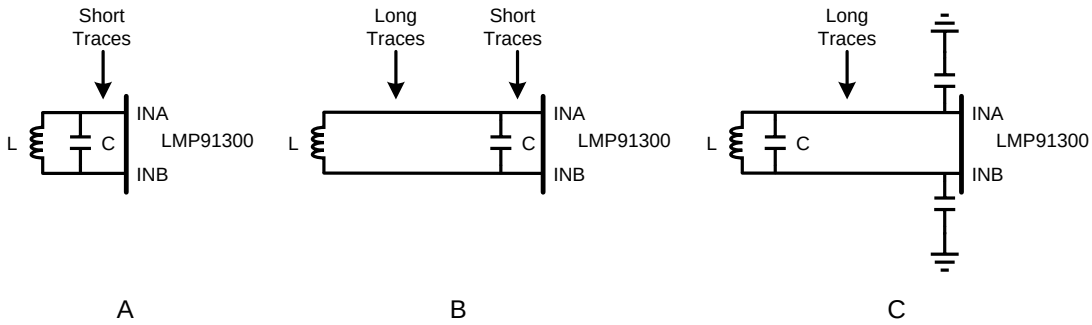

Figure 24. LC Tank Traces
There should be a ground trace between the INA and INB terminals and the rest of the terminals of the LMP91300 to decrease the coupling of the signal on the INA and INB terminals to the other terminals of the LMP91300. The trace between the LC tank and the INA and INB terminals should be as short as possible as shown in part A of Figure 24. Longer traces between the LC tank and the INA and INB terminals can cause ringing at the INA and INB terminals which can produce very noisy proximity readings. If longer traces need to be used split the LC tank so that the capacitor is close to the LMP91300 as shown in part B of Figure 24. If both the L an C have to be located a longer distance away from the LMP91300 small capacitors (15 to 22pF) can be connected between INA and ground and INB and ground as shown in part C of Figure 24.
- There should be a ground trace between the INA and INB terminals and the rest of the terminals of the LMP91300 to decrease the coupling of the signal on the INA and INB terminals to the other terminals of the LMP91300. The trace between the LC tank and the INA and INB terminals should be as short as possible as shown in part A of Figure 24. Longer traces between the LC tank and the INA and INB terminals can cause ringing at the INA and INB terminals which can produce very noisy proximity readings. If longer traces need to be used split the LC tank so that the capacitor is close to the LMP91300 as shown in part B of Figure 24. If both the L an C have to be located a longer distance away from the LMP91300 small capacitors (15 to 22pF) can be connected between INA and ground and INB and ground as shown in part C of Figure 24.